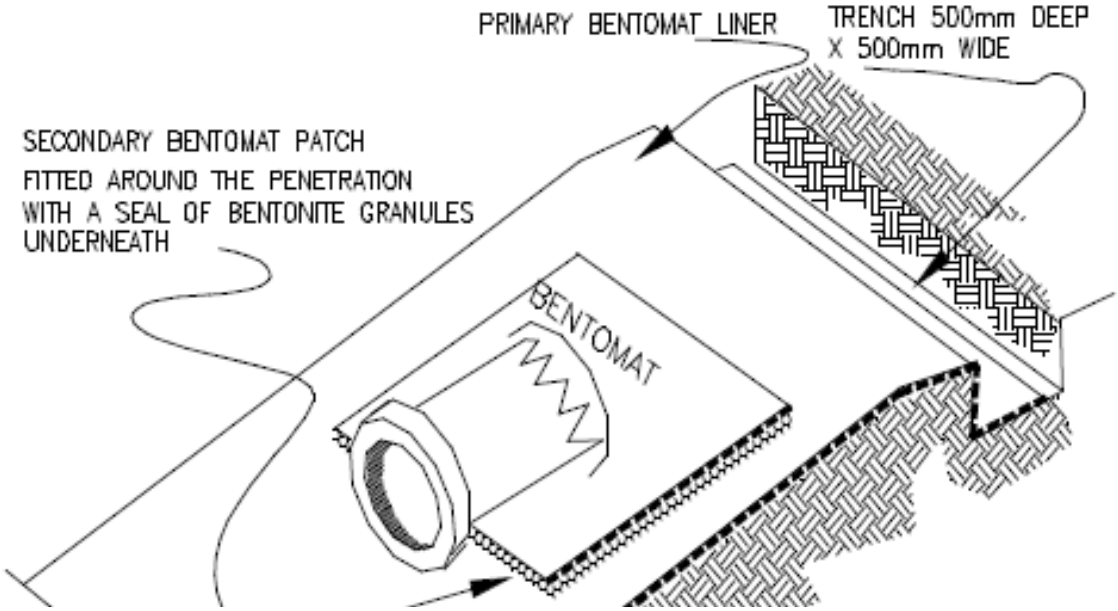

Figure 4a. Cross-Section of a Horizonal Pipe Penetration
8.3 When the GCL is placed over an earthen subgrade, a "notch" should be excavated into the subgrade around the penetration (Figure 4a). The notch should then be backfilled with granular bentonite.